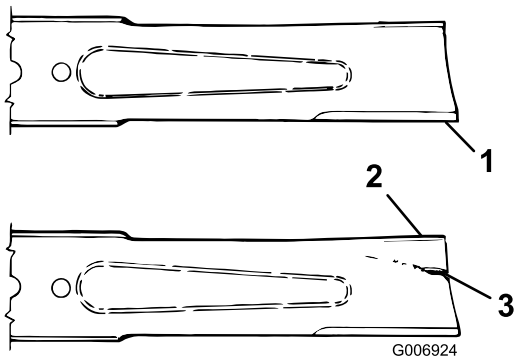

Figur 69
2. Undersøk kniveggene nøye, særlig der de flate og bøyde delene av kniven møtes (Figur 69). Siden sand og slipende materiale kan slite på metallet mellom den flate og bøyde delen av kniven, kontrollerer du kniven før du bruker maskinen. Hvis kniven er slitt (Figur 69), skift kniven. Se Demontere kniven.
Hvis du ikke gjør noe med slitasje på kniven, vil det dannes et spor mellom vingedelen og den flate delen av bladet (Figur 69). Til slutt kan en del av kniven knekke av og bli kastet ut fra maskinen og trolig resultere i alvorlig personskade.